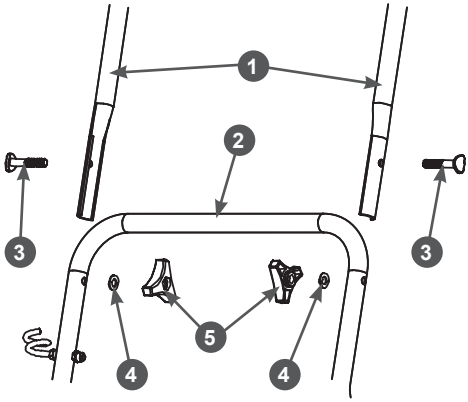

**Рис. 9. Установка верхней части рукоятки**
4. Установите верхнюю часть рабочей рукоятки. Совместите отверстия в верхней 1 и нижней 2 частях рабочей рукоятки, вставьте в образовавшиеся отверстия болты 3, установите шайбы 4 и закрутите барашковые гайки 5 (Рис. 9).